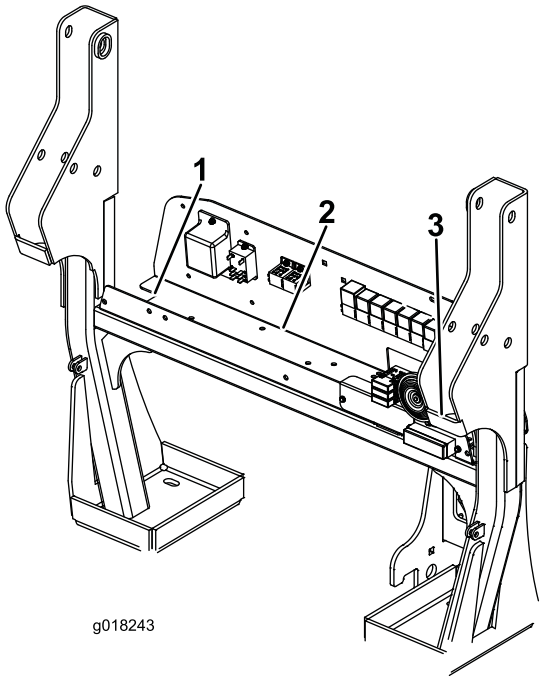
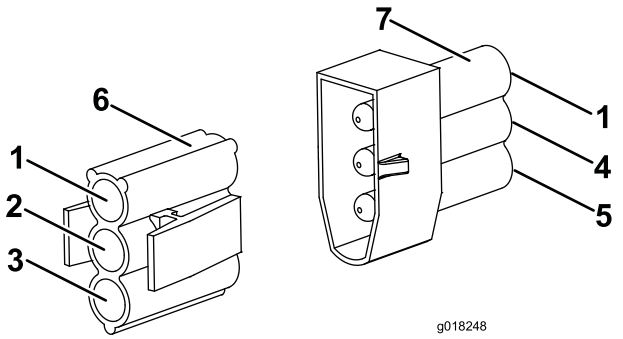

Bild 4
Bild 7
12. Die Kabel dürfen nicht am Hauptkabelbaum der Maschine angeschlossen werden, der sich am elektrischen Schott befindet (Bild 4). Schließen Sie den vierpoligen Kabelanschluss des linken Rücklichts am entsprechenden vierpoligen elektrischen Anschluss an der linken Seite des Hauptkabelbaums an. Schließen Sie den vierpoligen Kabelanschluss des rechten Rücklichts am entsprechenden vierpoligen elektrischen Anschluss an der rechten Seite des Hauptkabelbaums an. The 2-pin electrical connectors on the L.H. and R.H. rear light assembly is required for the number plate light. Nur einer der zweipoligen elektrischen Anschlüsse wird verwendet.
5. Arbeiten Sie am elektrischen Schott und stecken Sie den dreipoligen Anschluss des elektrischen Druckschalterkabels in den entsprechenden Anschluss am Hauptkabelbaum der Maschine (Bild 4 und Bild 7).